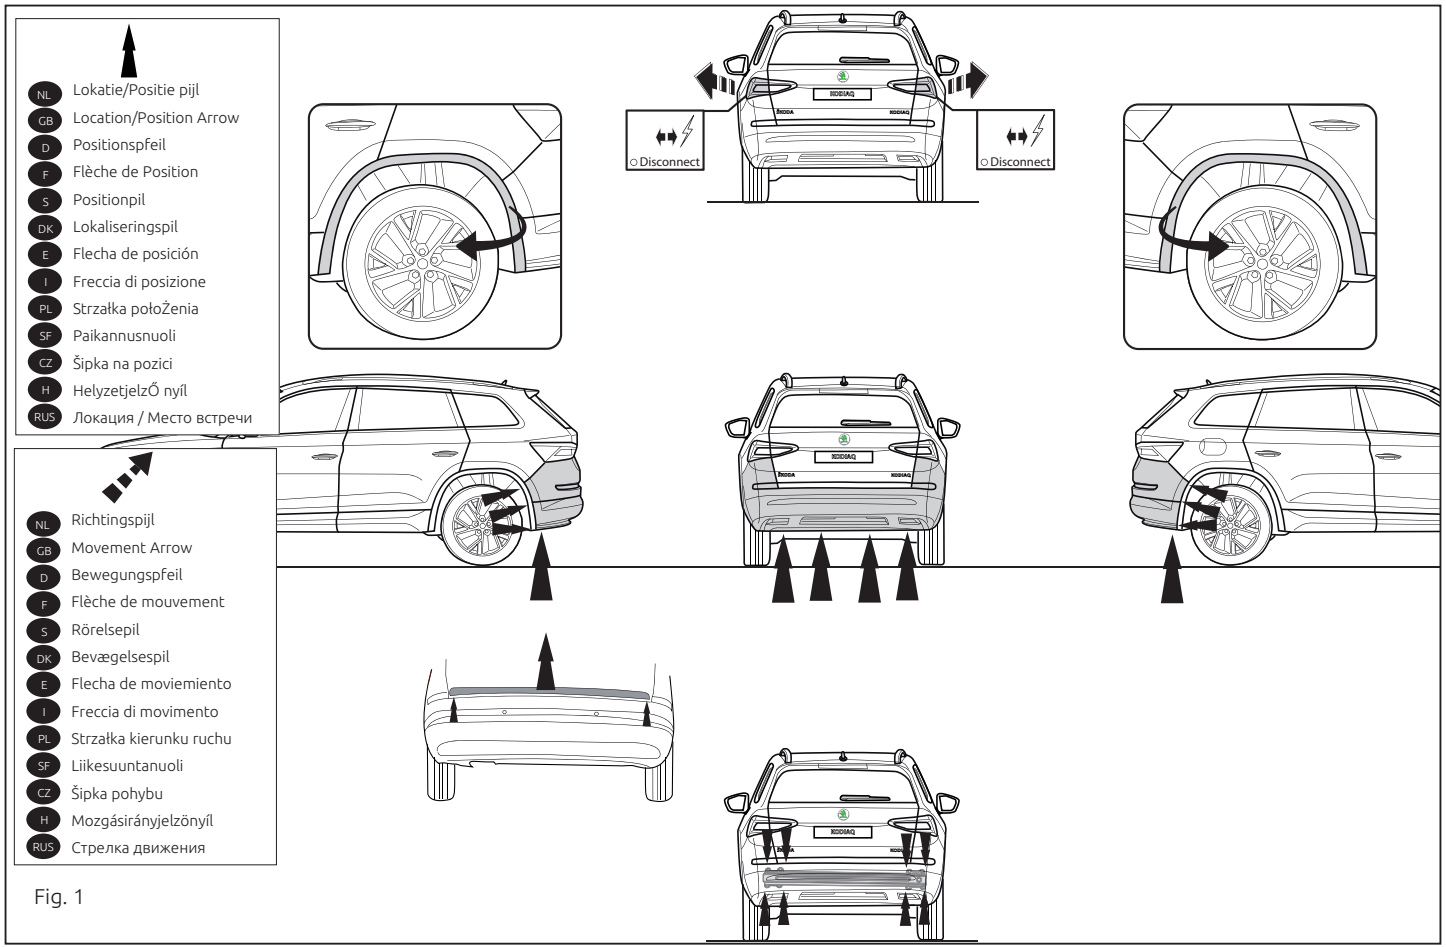

Fig. 1
1. Снять оба блока задних фар. Снять бампер вместе со стальным буферным брусом автомобиля. Буферный брус больше не понадобится. См. рисунок 1.